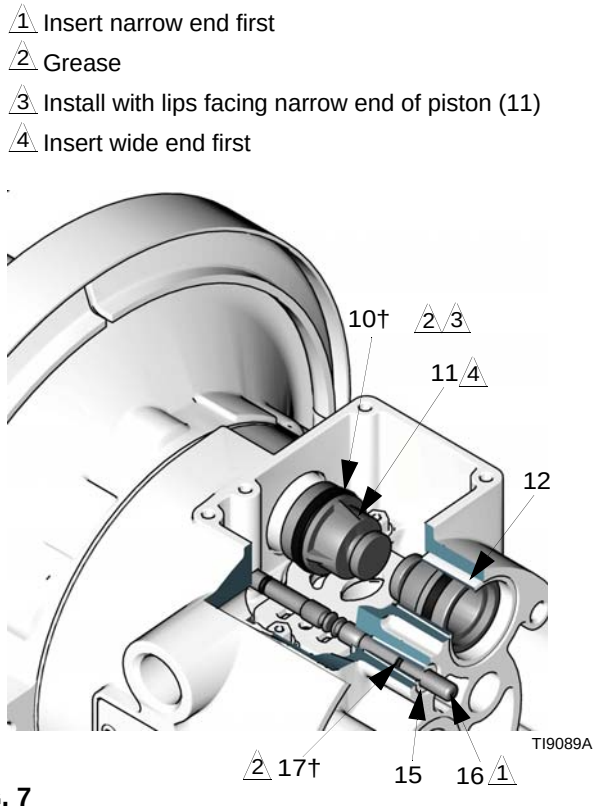

FIG. 7
4. Pull the two actuator pistons (11) out of the bearings (12). Remove the u-cup packings (10) from the pistons. Pull the pilot pins (16) out of the bearings (15). Remove the o-rings (17) from the pilot pins. See FIG. 7.
6. Inspect the bearings (12, 15) in place. See FIG. 7. The bearings are tapered and, if damaged, must be removed from the outside. This requires disassembly of the fluid section. See page 23.
3. Install an o-ring (17†) on each pilot pin (16). Grease the pins and o-rings. Insert the pins into the bearings (15), ***narrow*** end first. See FIG. 7.
4. Install a u-cup packing (10†) on each actuator piston (11), so the lips of the packings face the ***narrow*** end of the pistons. See FIG. 7.
5. Lubricate the u-cup packings (10†) and actuator pistons (11). Insert the actuator pistons in the bearings (12), ***wide*** end first. Leave the narrow end of the pistons exposed. See FIG. 7.